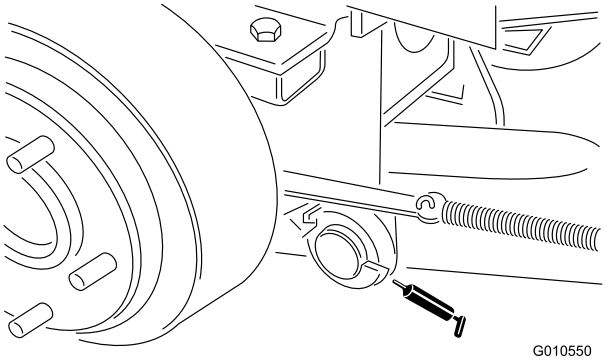

Figur 16
- høyre og venstre løftearms svingbolter (Figur 16)